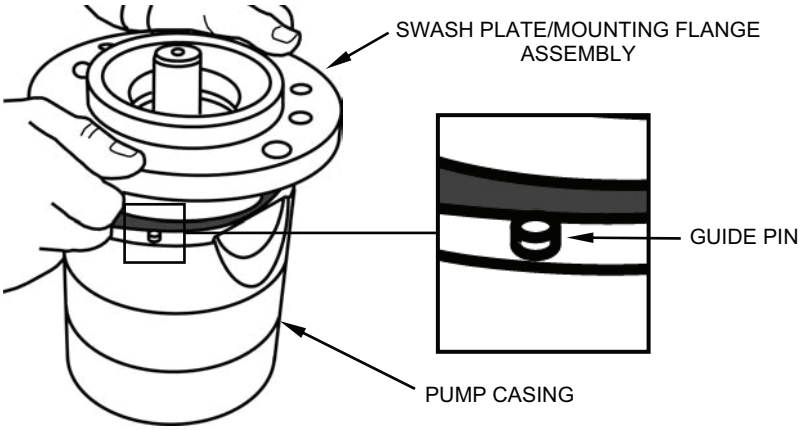

Figure 39. Installing Swash Plate/Mounting Flange Assembly into Pump Casing.
t. Place the guide pin removed earlier in the pump casing (see Figure 39).
u. Position the swash plate/mounting flange assembly over the guide pin and gently press the assembly into the pump casing, taking care not to pinch or twist the O-ring or damage the carbon face of the shaft seal (see Figure 39).